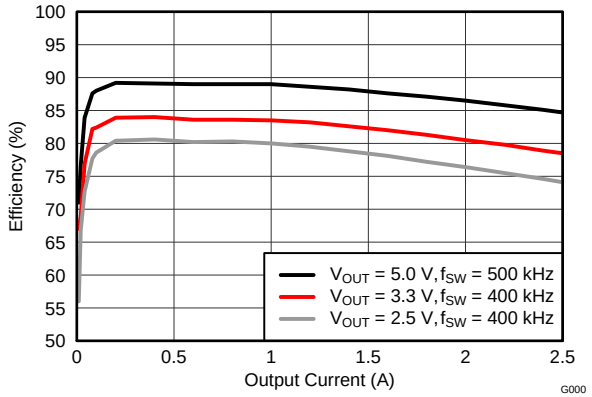
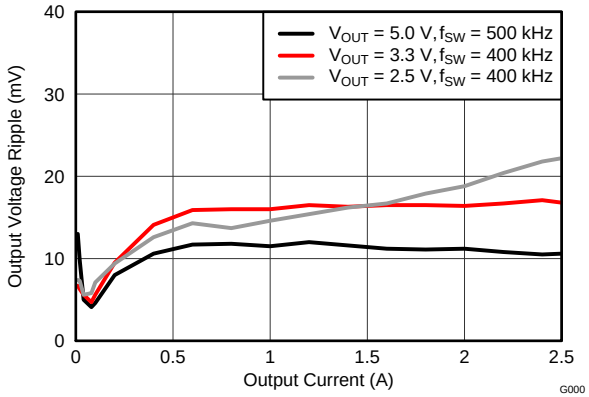
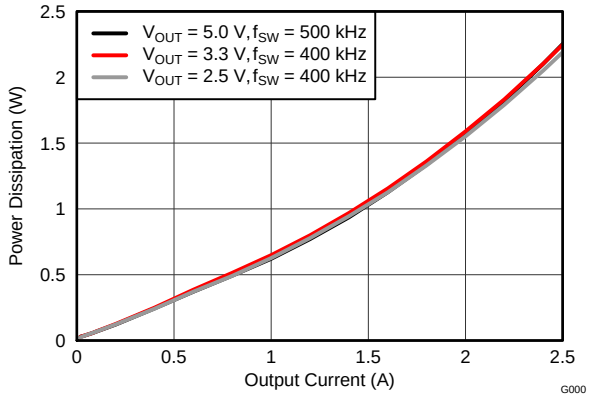

Figure 1. Efficiency vs. Output Current
Figure 2. Voltage Ripple vs. Output Current
Figure 3. Power Dissipation vs. Output Current
(1) The electrical characteristic data has been developed from actual products tested at 25°C. This data is considered typical for the converter. Applies to Figure 1, Figure 2, and Figure 3.